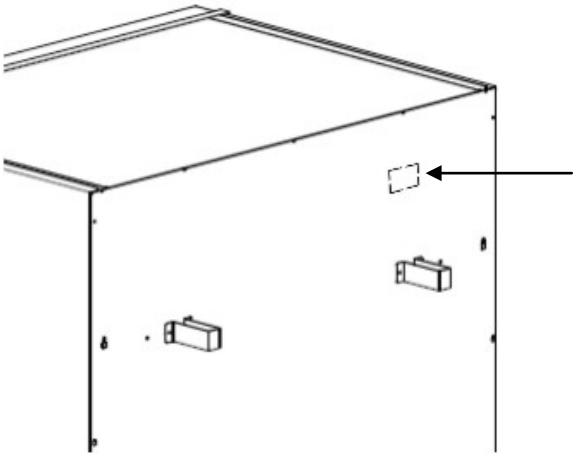

Рисунок 20: Вид сзади UF V (E2.1) с предварительной перфорацией порта доступа
- Выломать предварительно перфорированную прямоугольную пластину в задней стенке (Рисунок 20) с помощью соответствующих клещей